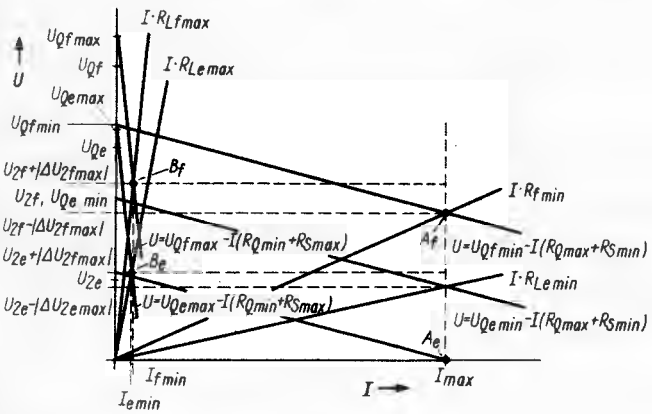

Bild 7. Kennlinienfeld für stabilisierte, einstellbare Ausgangsspannung, U_Q veränderlich
3.2.2 *Einstellung von U_2 durch Ändern von U_Q (Bild 7)*
Der eine Endzustand ist gekennzeichnet durch $U_{2e} = 0$, Punkt A_e (Bild 7). $U_{Qe\,min}$ ist zu bestimmen.